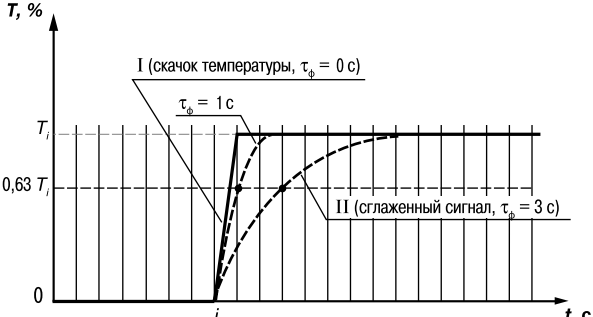

Рис. 4
3.2.4.3. Во-вторых, фильтр устраняет шумовые составляющие сигнала, осуществляя его экспоненциальное сглаживание. Основной характеристикой экспоненциального фильтра является постоянная времени $\tau_ф$ – интервал, в течение которого сигнал достигает 0,63 от значения каждого измерения T_i (рис. 4).
3.2.4.4. При больших значениях $\tau_ф$ фильтр вносит значительное запаздывание, но шумы заметно подавлены (кривая II на рис. 4). При $\tau_ф$ близких к нулю фильтр довольно точно отслеживает изменения входного сигнала, но уровень шума практически не уменьшается (кривая I на рис. 4). При установке оптимальных значений параметров фильтра (подробнее см. раздел 6.2.2) задержка сигнала, вносимая фильтром, не будет оказывать отрицательного влияния на процесс регулирования, при этом сохранится эффективность подавления помех.